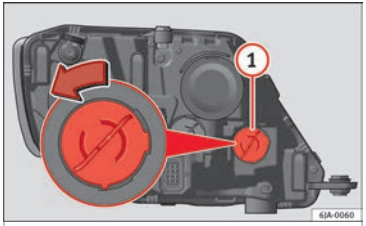

Fig. 148 Changing turn signal bulbs.
– Turn the bulb holder ››› **Fig. 148** (1) anti-clockwise and remove it.